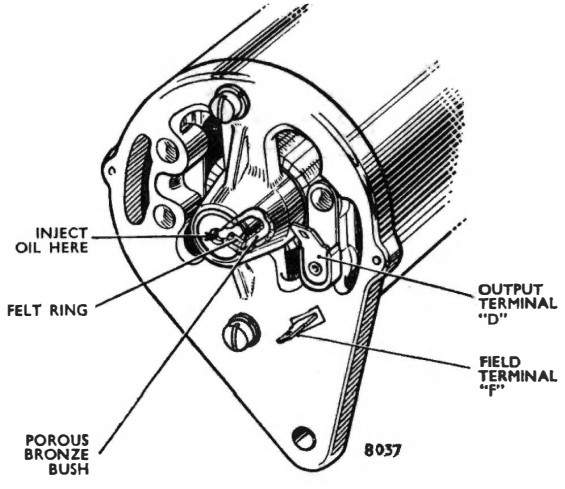

Fig. 2. *Generator lubrication and terminal connections*
Every 6,000 miles or every six months, whichever occurs first, inject a few drops of Shell X–100, 30 engine oil into the hole marked "OIL" at the end of the commutator bearing housing (see Fig. 2). A felt ring located in the housing will absorb the oil and act as a reservoir.
2. Check the terminal connections on the commutator end bracket. The larger connector carries the generator main ouput, and the smaller connector carries the field current (see Fig. 2).